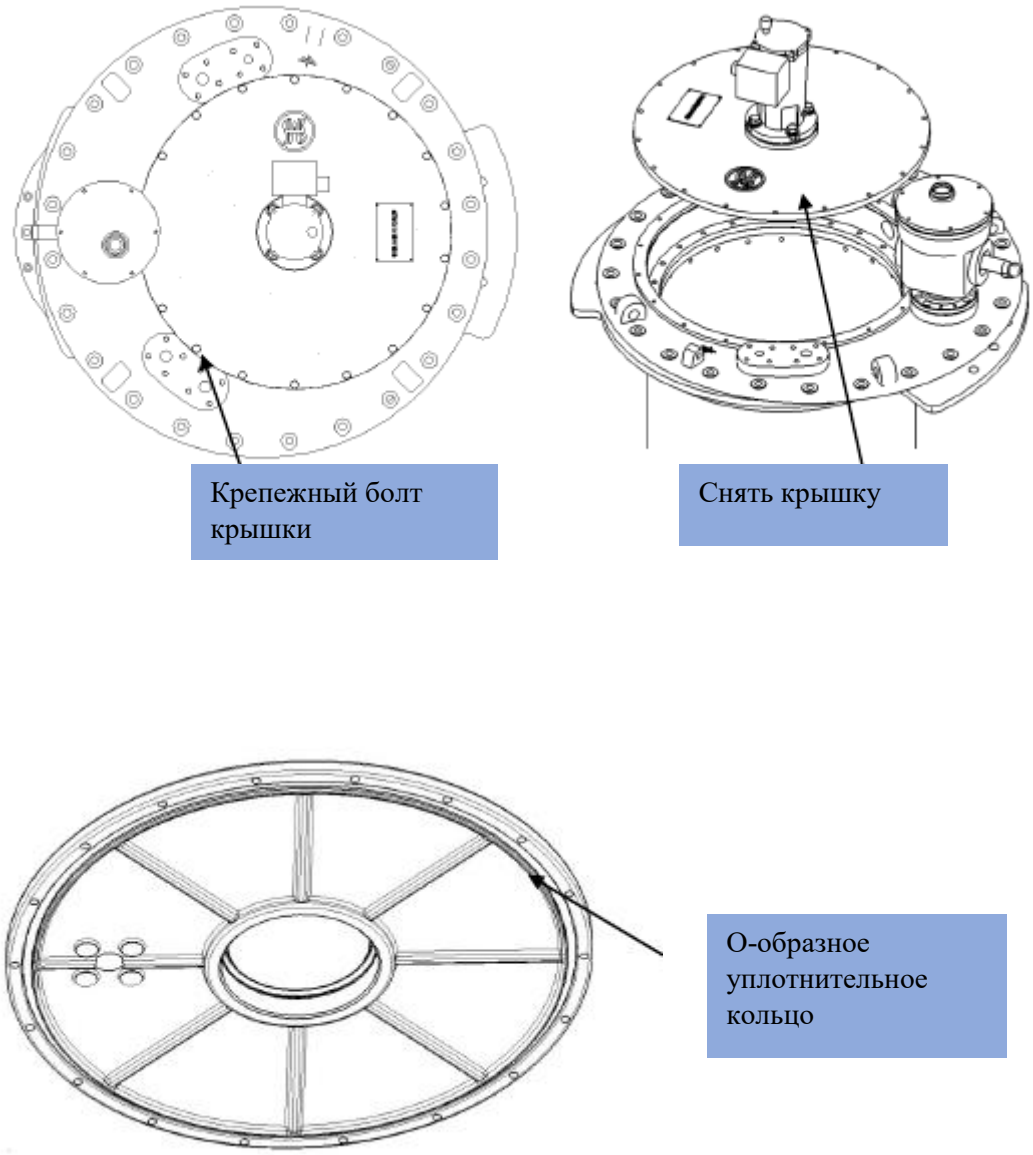

Рис. 4
3. Снимите крышку устройства РПН (см. рис. 4).